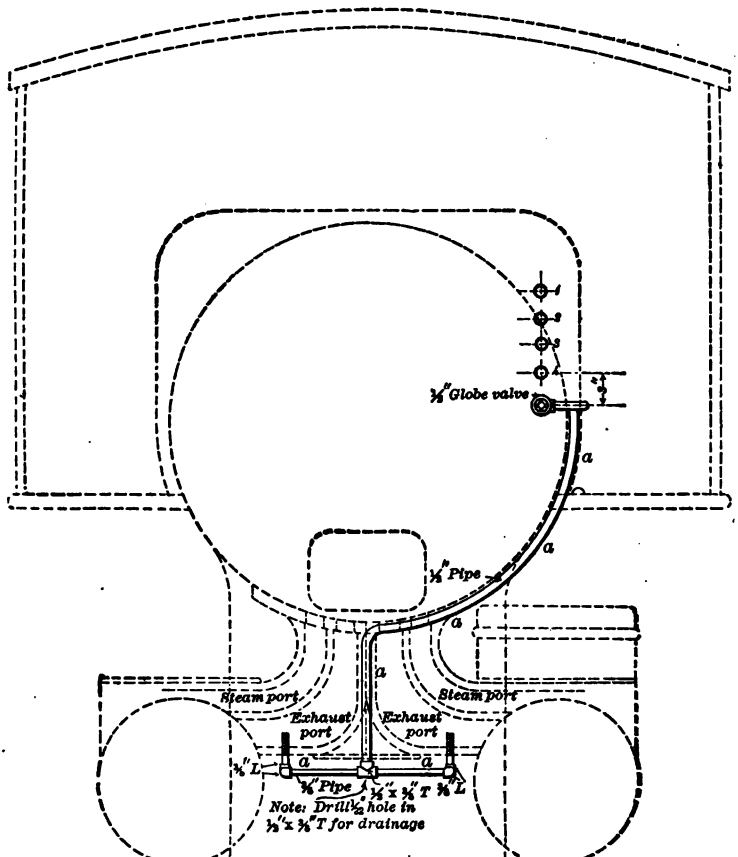
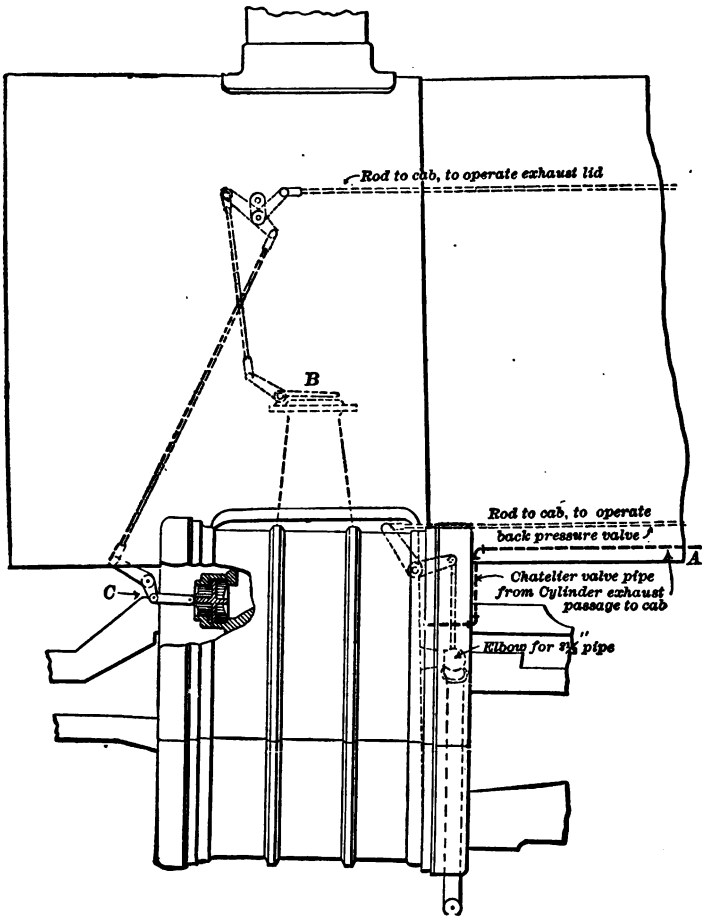
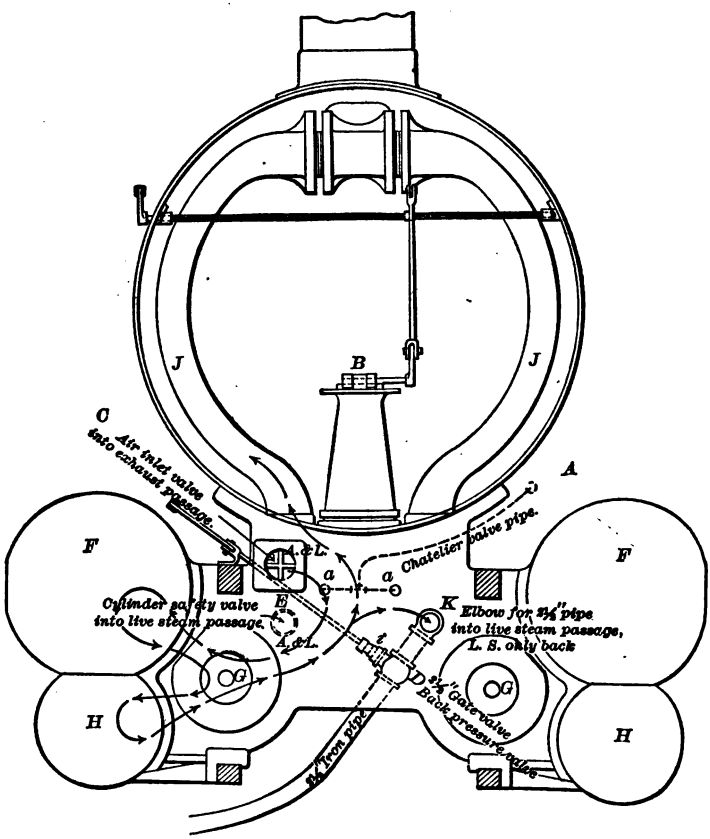

FIG. 114.—WATER BRAKE ON SIMPLE ENGINE.
FIG. 115.—BALDWIN WATER BRAKE FOR COMPOUND ENGINE.
FIG. 116.—BALDWIN WATER BRAKE FOR COMPOUND ENGINE.
A. Yes; Fig. 114 shows its application to a simple and Figs. 115 and 116 to a compound engine.
A. As the pistons move back and forth the wet steam in the exhaust cavities (Fig. 114) is drawn into the cylinders.
remain open as long as the water brake is in use; the reverse lever should be moved back of the center the desired amount and the globe valve (Fig. 114) should be opened immediately.
Q. How much should the globe valve (Fig. 114) be open to obtain the right amount of steam in the cylinders?
Q. What is the purpose of the 1-32-inch hole drilled in the ½ x ⅜-inch tee, as indicated (Fig. 114)?
Q. Explain the cuts (Figs. 115 and 116) referring to the water brake for compounds.
A. Fig. 115 is a side view of the front end and Fig. 116 is an end view. When water is permitted to enter pipe *A* (Figs. 115 and 116) it finally reaches *a a*, where it enters the exhaust passages. *D* (Fig. 116) is a gate or back pressure valve, by means of which the engineer can regulate the amount of back pressure against which the pistons will operate. *E* is a safety valve located in the live steamways to permit any back pressure above a given amount to escape. *C* (Figs. 115 and 116) are air inlet valves, which when necessary permit air to enter the cylinders and prevent smoke and cinders from being drawn in. *B* (Fig. 115) is a hinged lid used to close the exhaust nozzle.
A. As air enters the inlet valve *C* (Fig. 115) it mingles with the hot water and steam entering the exhaust cavities from *a a*. From here it passes by the piston valve *G* and enters the low pressure cylinder. When the movement of the piston in the low pressure cylinder is reversed this combination of steam, water and air, excepting that which escapes at the cylinder cocks, is compressed while the other end of the cylinder is being filled. The steam being compressed passes by piston *G* and on, as indicated (Fig. 116), into the opposite end of the high-pressure cylinder *H*. On the return